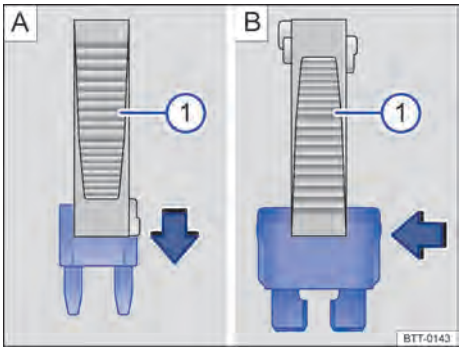

Fig. 173 Retirar ou colocar o fusível plano com o alicate de plástico: A: MINI, B: ATO.
- *Em fusíveis planos*, de acordo com a versão do fusível, colocar as garras adequadas do alicate plástico ⇒ Fig. 173 **A** ① ou ⇒ Fig. 173 **B** ① na direção da seta sobre o fusível.